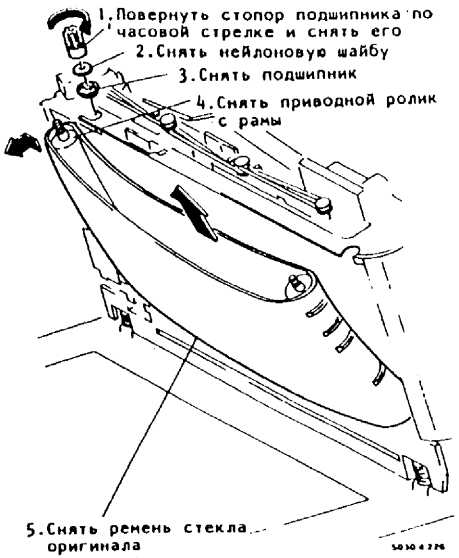

Рис.3. Снятие ремня стекла оригинала
6. (Рис.3): Снять ремень стекла оригинала.